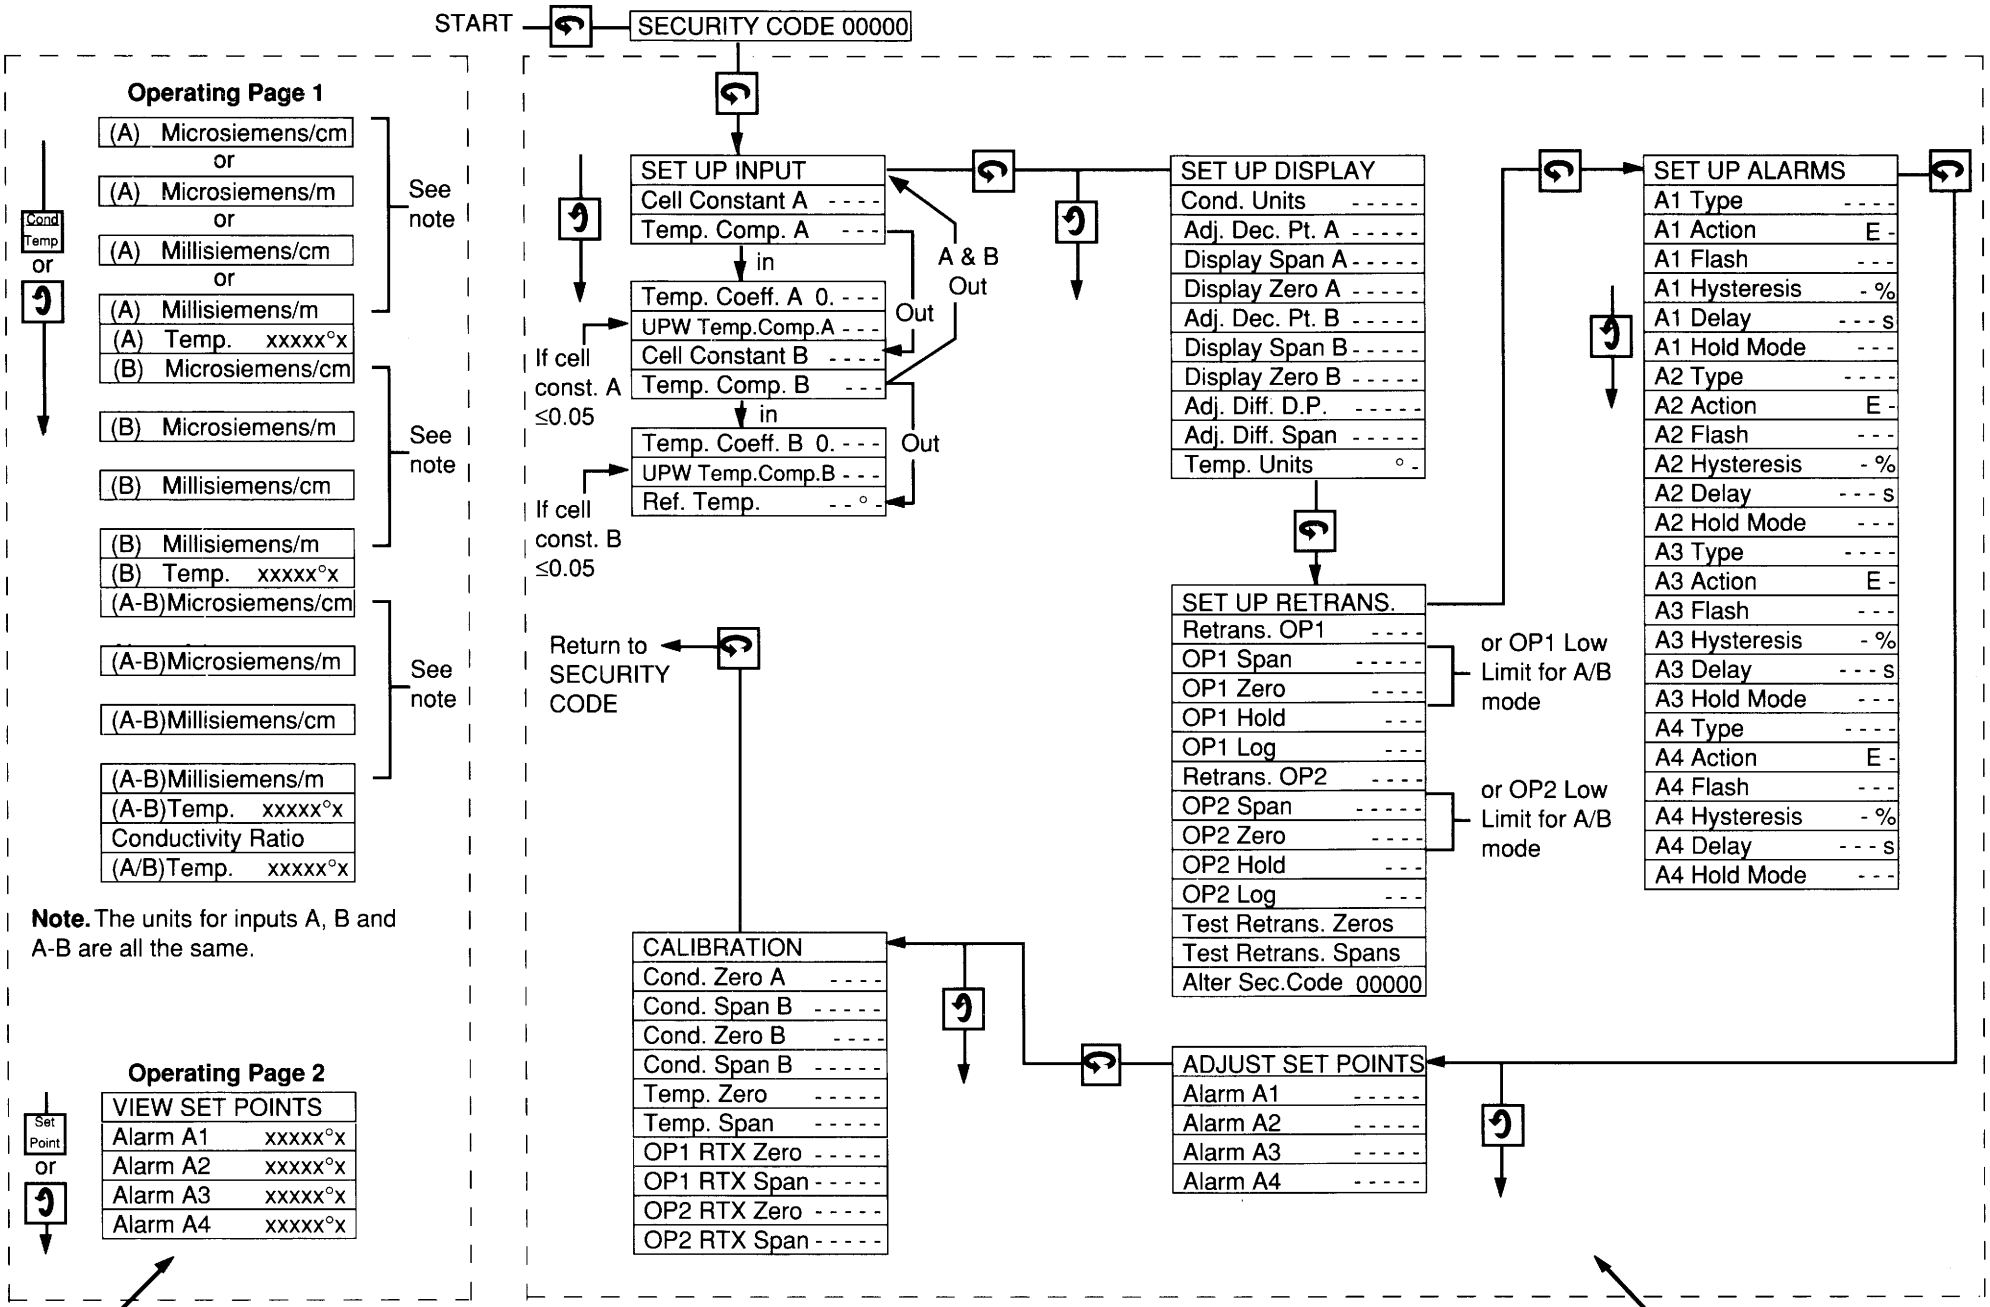

Fig. 8.2 Programme Chart, Differential Conductivity Input Versions (4511 & 4521)
8.5 Differential Input Version (Models 4511 and 4521) – Fig 8.2